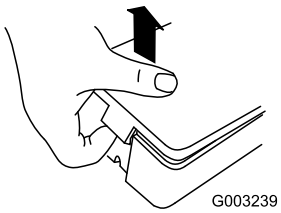

Figur 8
1. Åbn clipsen i begge ender af batteridækslet, og tag det af (Figur 8).